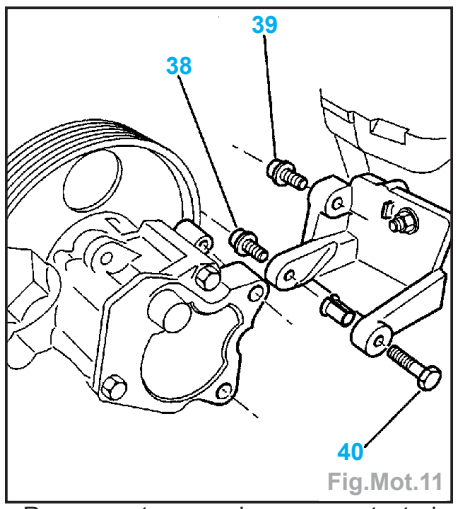

Fig.Mot.11
- les vis (5) à 1,35 daN.m,
- la vis (2) à 8,5 daN.m,
- la vis (1) à 4,5 daN.m,
- Serrer dans l'ordre (Fig.Mot.11) :
- la vis (38) à 2,5 daN.m,
- la vis (39) à 2,5 daN.m + Loctite Frenetanch,
- la vis (40) à 2,2 daN.m.